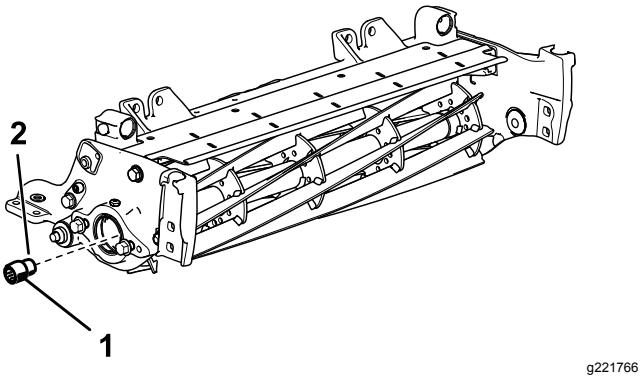

Figur 4
8. Påfør middels sterkt gjengeforseglingsmiddel (så som blå Loctite® 243) på gjengene til det nye, lengre kileinnlegget (Figur 4), og fest det kun til spolemotorsiden på spoleakselen. Stram til boltene med et moment på 115 til 128 N·m.